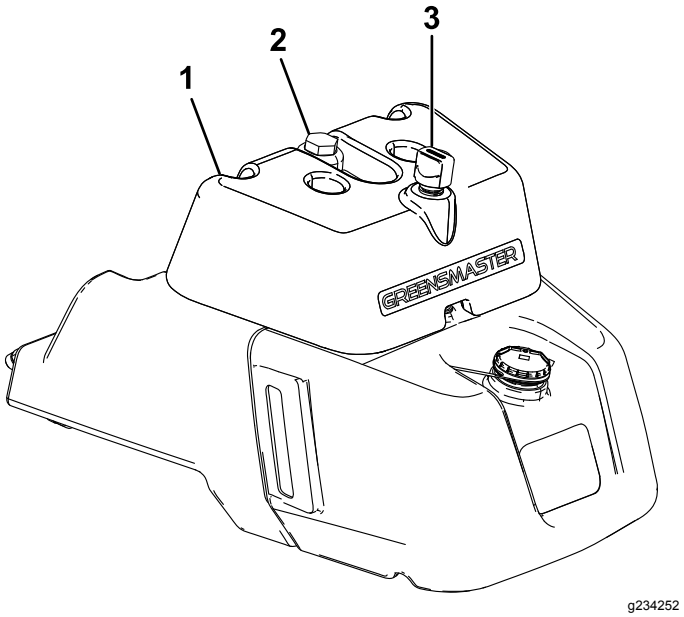

Figur 41
- Om tanken har ett inspektionsfönster kontrollerar du oljenivån där (Figur 41) och går vidare till steg 5.